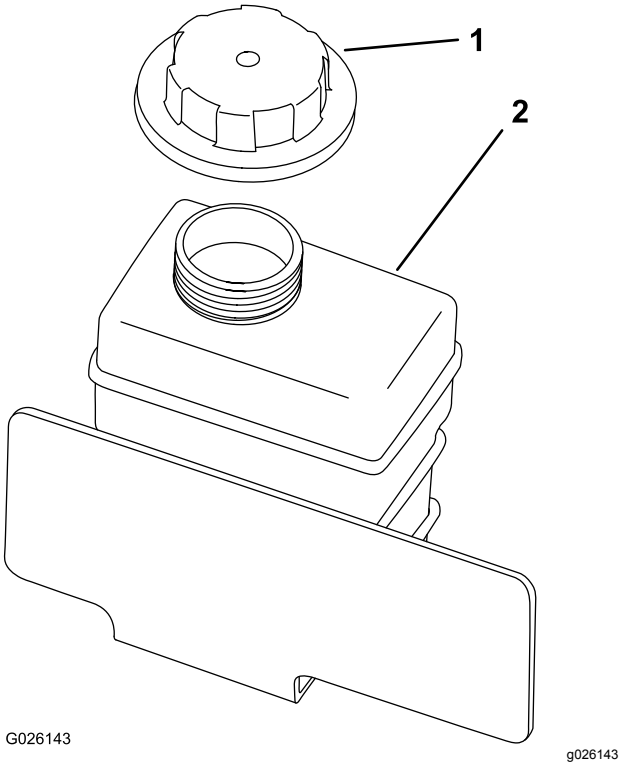

Figuur 55
8. Vul de reservetank voor koelvloeistof langzaam totdat het peil de onderkant van de vulbuis bereikt (Figuur 55).
9. Plaats de dop van de reservetank terug (Figuur 55).